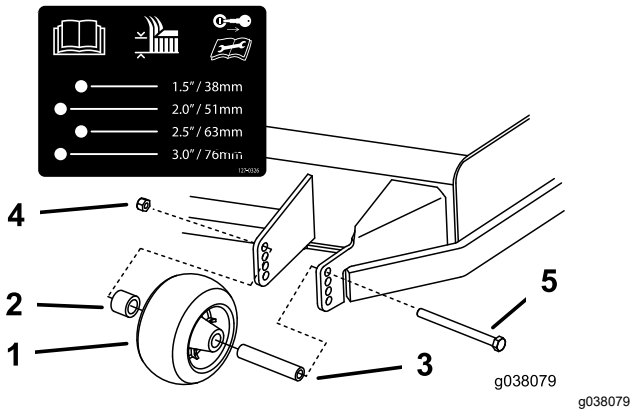

Figuur 32
3. Stel de antiscalpeerrollen af zoals wordt getoond in Figuur 32.